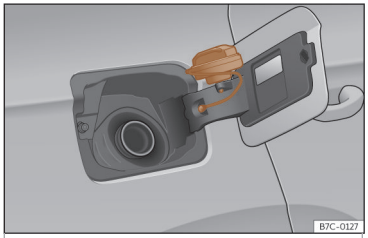

Fig. 190 Tapa del depósito con el tapón encajado.
- Colóquelo en el espacio que hay en la bisagra de la tapa abierta››› **fig. 190** .